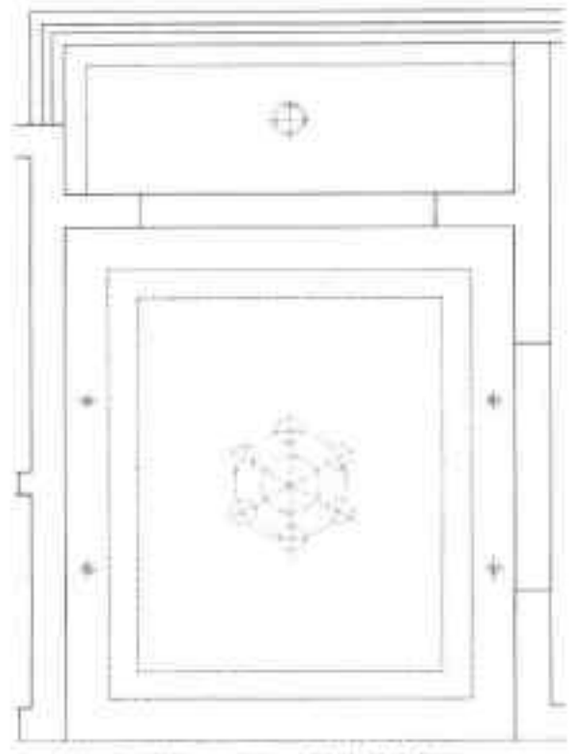

图19-75 镜像射灯
Step 22 删除中心线和中间灯具，执行“镜像”命令，镜像出另一侧的射灯，如图 19-75 所示。